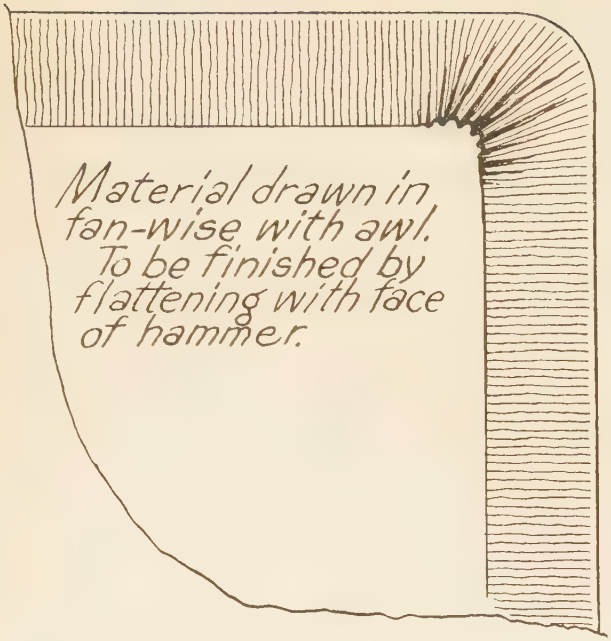

Fig. 91—Standard Round Corner Turn-in
11. Take your awl and turn in the four corners, drawing the material "fan-like" toward a central point. (See Fig. 91, Page 207.)